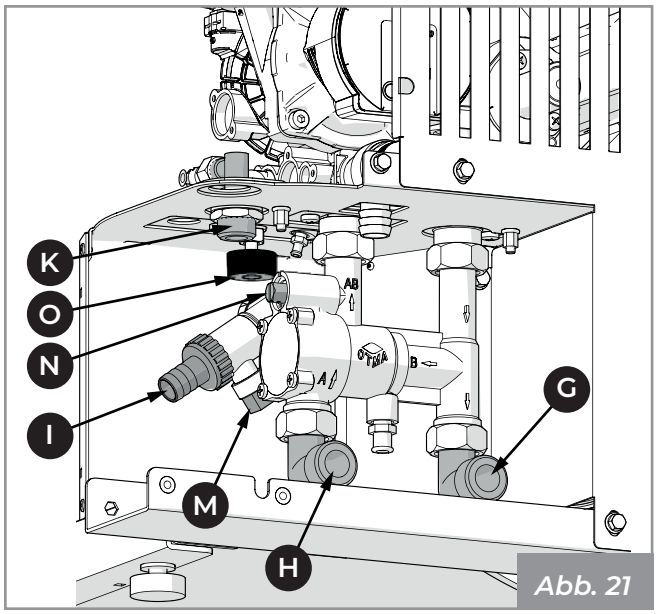
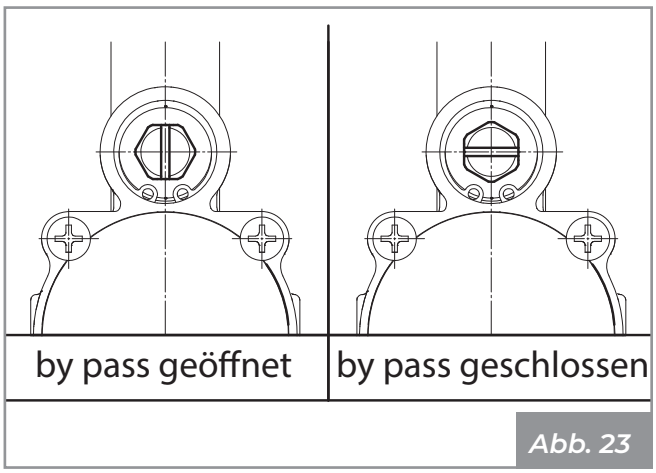

Abb. 21
Abb. 23
6.4 Laden / Nachfüllen der Flüssigkeit der Kesselanlage (Abb. 21 ÷ Abb. 23)
Schließen Sie das Bypass-Ventil im Antikondensationsventil (**Abb. 23**).